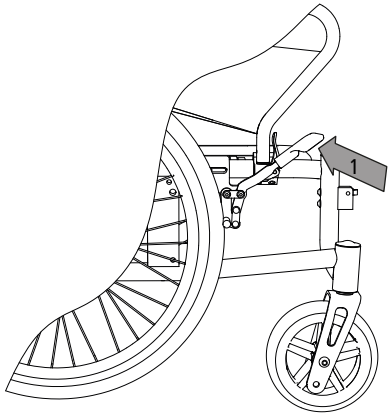

fig. 20
2. Desserrer le frein de stationnement en tirant le levier vers l'arrière (1, fig. 20).